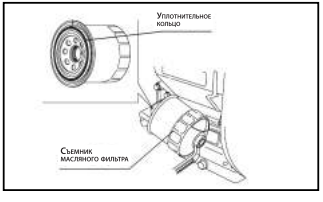

Рис. 27
- вкрутите рукой новый фильтр до момента прижатия уплотнительного кольца (Рис. 27);